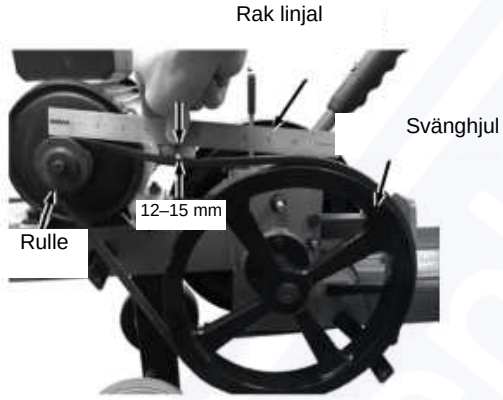

Bild 15
1. Ta bort huvudskyddet samt svänghjuls- och remskydden (bild 15).
2. Lägg en rak linjal ovanpå remmen (bild 15).
4. Montera en ny skruv på svänghjulet och axeln (bild 15).